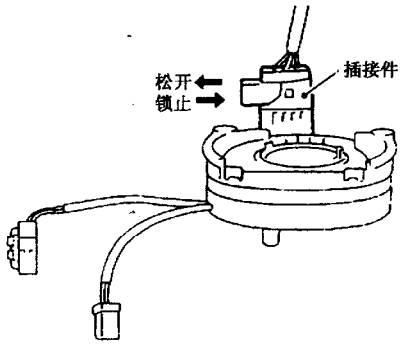

图 16－2－4　松开螺旋线插接件
(1) 从方向盘上拆下下盖，拔下驾驶员安全气囊模块插接件。
(2) 拆下侧盖和声音转向开关，拆下左右特殊螺栓，然后拆下驾驶员安全气囊模块。
(3) 把方向盘转到中间位置。
(4) 拔下喇叭插接件（或喇叭/声音插接件），拆下螺母。
(5) 使用方向盘拉拔器拆下方向盘。
(6) 拆下转向柱盖。
(7) 拆下四个螺旋线固定螺栓，展开螺旋线，如图 16－2－4 所示松开螺旋线插接件，然后拆下螺旋线。
(1) 把前轮置于直线行驶位置。
(2) 如图 16－2－5 和图 16－2－6 所示，把螺旋线从右端位置向左转三圈半，使螺旋线处于中间位置。
(3) 连接螺旋线插接件，并用螺钉紧固。安装转向柱盖。
(4) 安装方向盘，拉过螺旋线。
(5) 连接喇叭插接件（或喇叭/声音插接件），从下盖开口处移走驾驶员安全气囊模块插接件，紧固螺母，规定力矩为 29.4～39.2N·m。
(6) 把驾驶员安全气囊模块放好，用新特殊螺栓紧固，规定力矩为 7.8～13.7N·m。
(7) 连接驾驶员安全气囊模块插接件，安装转向开关和盖。
(8) 进行自诊断，保证 SRS 工作完全正常。
(9) 把方向盘从最左端转到最右端，确保螺旋线置于中间位置。
(10) 再次进行自诊断，检查是否有故障。